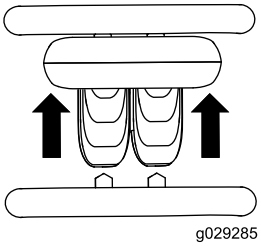

**Rysunek 7**
- Aby jechać do przodu, ustaw dźwignię sterowania zespołem jezdnym do przodu (Rysunek 7).